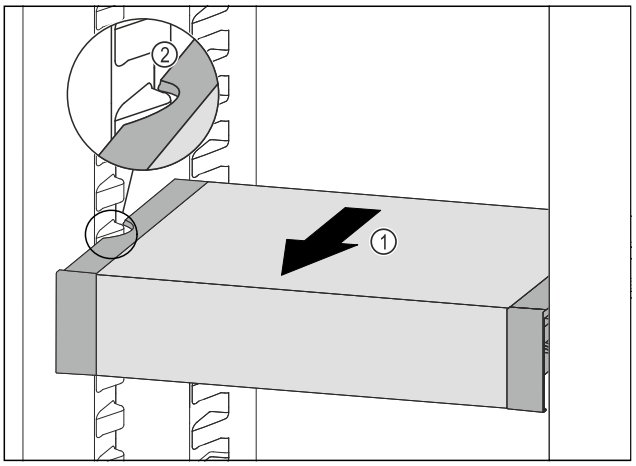

Fig. 128
▶ Pull VarioSafe forwards *Fig. 128 (1)* until the recesses in the side of the VarioSafe are at the level of the support rib in the fridge section. *Fig. 128 (2)*